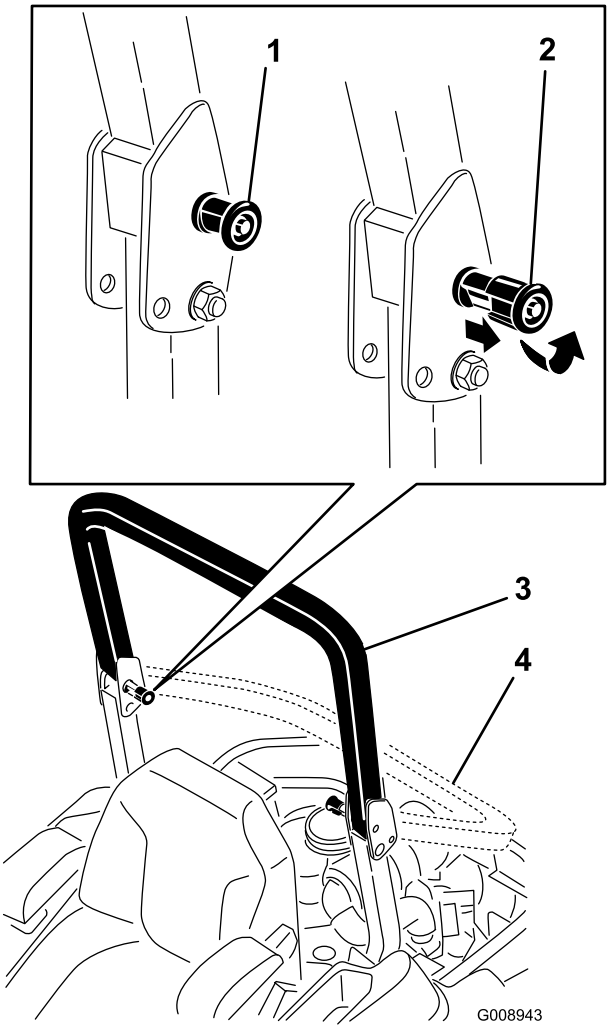

Figure 7
2. Tirez sur les deux boutons et tournez-les à 90º pour les désengager (Figure 7).
3. Faites pivoter l'arceau de sécurité à la position abaissée (Figure 7).
4. Pour relever l'arceau de sécurité à la position d'utilisation, tournez les boutons de sorte à les déplacer partiellement dans les rainures (Figure 7).
5. Redressez l'arceau de sécurité en position relevée tout en poussant dessus; les goupilles s'engagent en position quand les trous sont en face (Figure 7). Appuyez sur l'arceau de sécurité et vérifiez que les deux goupilles sont engagées.